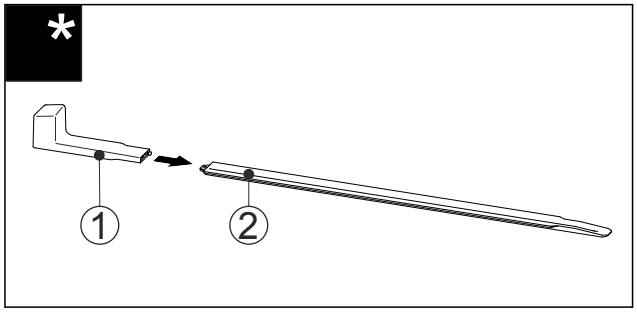

Fig. 57
▶ Attach the installation handle *Fig. 57 (1)* to the levelling rail *Fig. 57 (2)*.